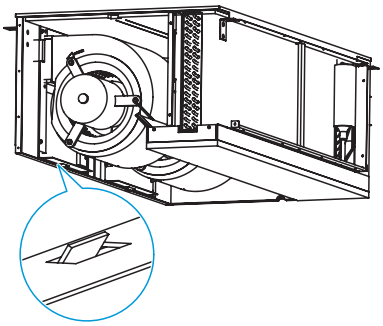
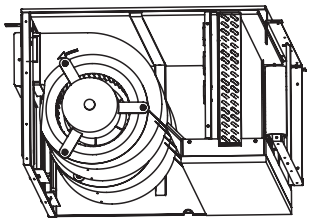
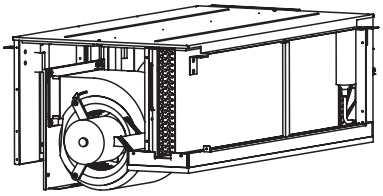

Рисунок 10.4
Рисунок 10.5
Рисунок 10.6
5) Упритесь рукой в нижнюю часть двигателя вентилятора, затем толкните его вверх. Для этого потребуются усилия двух человек. Если отверстие в крышке узла вентилятора выше штифта на передней панели (см. Рисунок 10.4), сдвиньте двигатель вентилятора назад примерно на 21 мм (см. Рисунок 10.5), чтобы отверстие сошло со штифта. Удерживайте узел и медленно опускайте его вдоль направляющих (Рисунок 10.6), после чего двигатель можно извлечь для последующего ремонта или технического обслуживания.